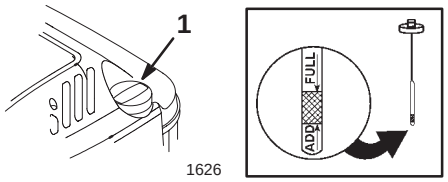

Figure 5
Before each use, ensure that the oil level is between the Add and the Full marks on the dipstick (Fig. 5).
2. Clean around the dipstick (Fig. 5).
6. Read the oil level on the dipstick (Fig. 5).